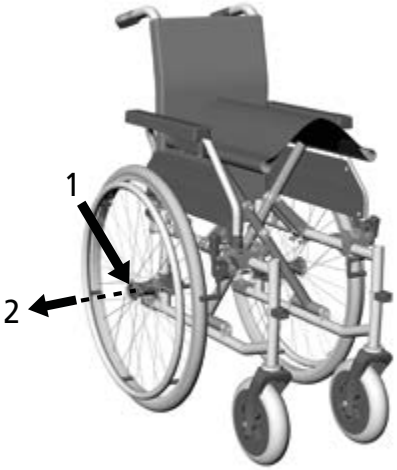

afb.15
1. Druk met de duim op de vergrendelknop van de steekas in het midden van de wielnaaf (1, afb. 15).
3. Trek het achterwiel samen met de steekas uit de ashouder (2, afb. 15).